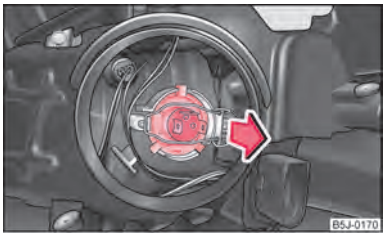

Fig. 158 Smontaggio della lampadina per anabbaglianti e abbaglianti
– Estrarre il connettore della lampadina, sbloccare la graffa e tirare indietro la lampadina ⇒ fig. 158.